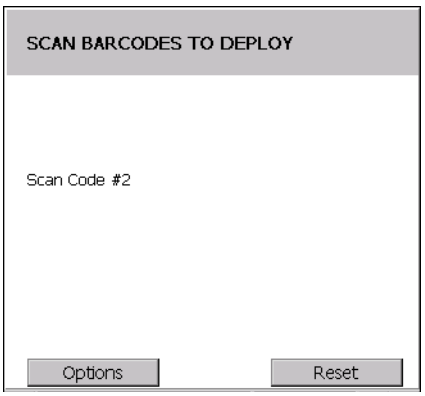

Figure 7-7 *Rapid Deployment Window*
b. Multi-part linear bar codes (1-D bar codes) can require scanning several bar codes. Bar codes can be scanned in any order. The text box under **Bar codes left to scan...** shows the remaining bar codes to scan (see *Figure 7-7*).